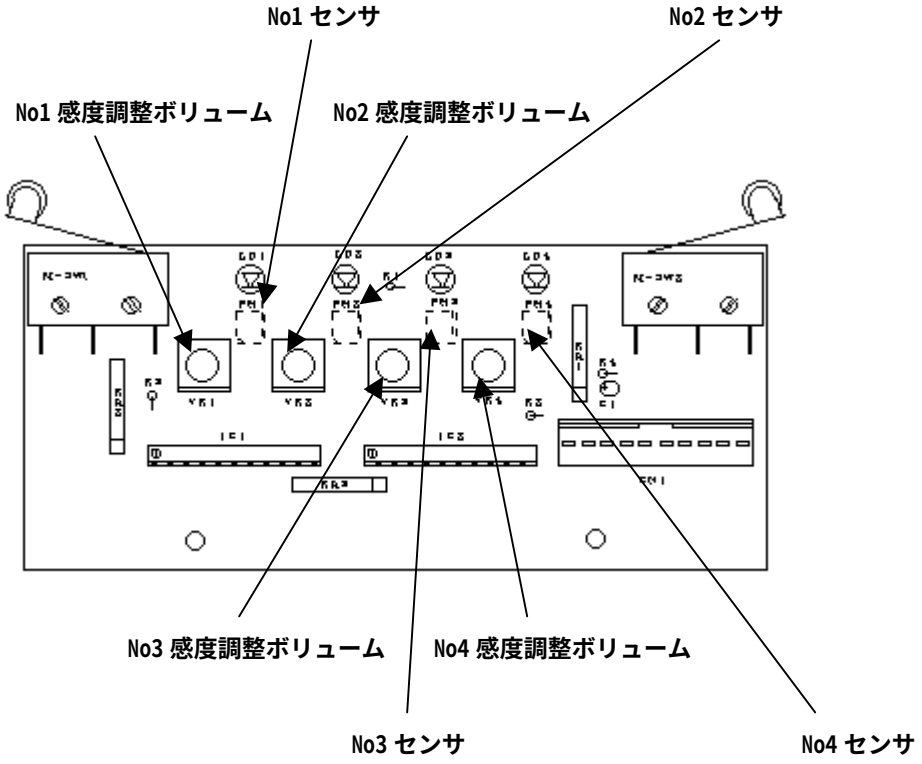

図１０　ラインセンサの調整
① ロボットがコースから外れた位置すなわち黒エリアの所に置き、図１０で示されるＮｏ１～Ｎｏ４の感度調整ボリュームを調整し、センサボード上の各センサに対応するＬＥＤが点灯から消灯する位置に調整して下さい。ロボットをボールキャスタの浮いている範囲で前後に揺らして全てのＬＥＤが点灯しない事を確認して下さい。
② 次に、ロボットのＮｏ１センサを白ライン上に置き、ＬＥＤが点灯する事を確認します。もし、点灯しない場合には、Ｎｏ１感度調整ボリュームを再度調整し、ＬＥＤが消灯から点灯する位置に調整します。
③ 同様にＮｏ２からＮｏ４センサを順番に白ライン上に置き、ＬＥＤが点灯する事を確認します。
④ 白ライン上でもロボットをボールキャスタの浮いている範囲で前後に揺らして全てのＬＥＤが点灯する事を確認して下さい。
⑤ ロボットがコースから外れた位置すなわち白エリアの所に置き、図１０で示されるＮｏ１～Ｎｏ４の感度調整ボリュームを調整し、センサボード上の各